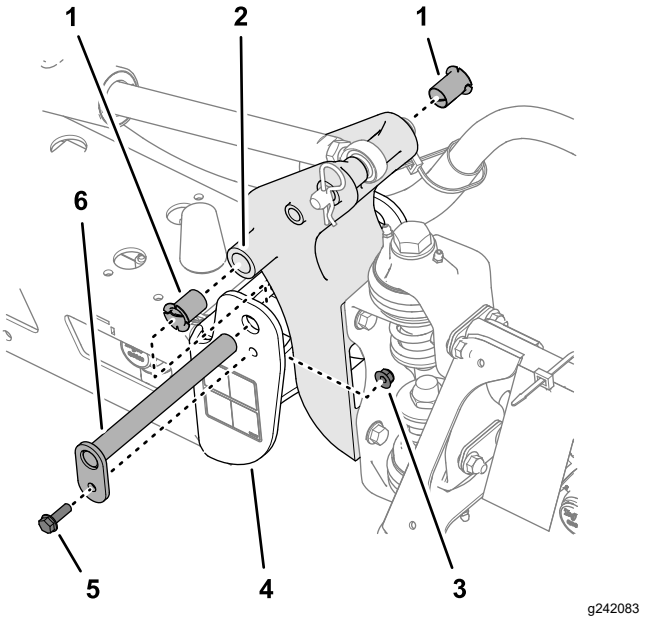

Bild 115
3. Entfernen Sie die Schraube und die Mutter, mit denen der Lagerbolzen befestigt ist, und nehmen Sie den Bolzen ab (Bild 115).
5. Nehmen Sie die Nylonbüchsen vorne und hinten an der Schwenkhalterung ab und prüfen Sie sie (Bild 115).
6. Tragen Sie etwas Öl auf die Nylonbüchsen auf und setzen Sie diese in die Schwenkhalterung ein (Bild 115).
7. Fluchten Sie die Löcher in der Schwenkhalterung mit den Löchern im Endkanal aus (Bild 115).